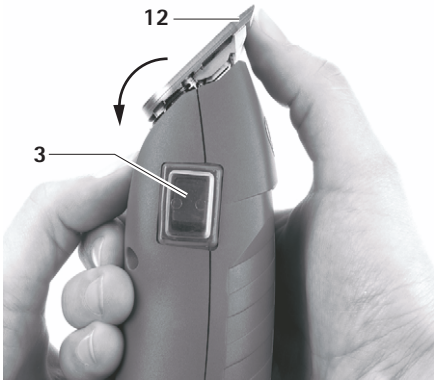

Abb. 5
- Scherkopf **12** nach vorne aufklappen, siehe Abb. 5.